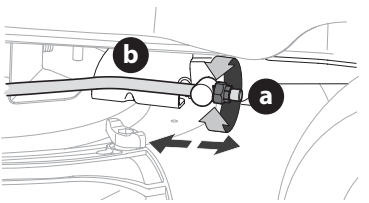

Figure 16
3. Repérez l'écrou autobloquant à bride (a) sur la partie avant de la tige de relevage de la prise de force (b) (Figure 16).